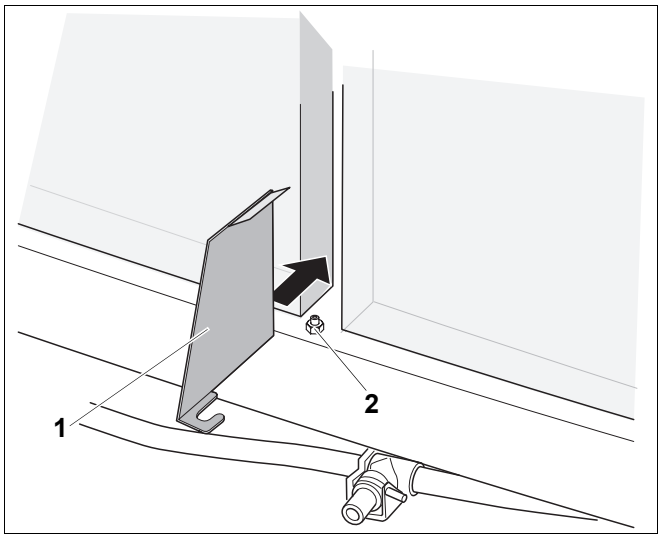

Rys. 62 Montaż blachy rozdzielającej
- Zdemontować nakrętkę mocującą M6 (rys. 62, **poz. 2**) kanału spalinowego oraz jej podkładkę (znajduje się z tyłu pośrodku).
- Włożyć blachę rozdzielającą (rys. 62, **poz. 1**) w szczelinę między rurę odprowadzającą spaliny pierwszego i drugiego stopnia palnika w kierunku strzałki, blachę rozdzielającą należy trochę zagiąć i podnieść z tyłu.